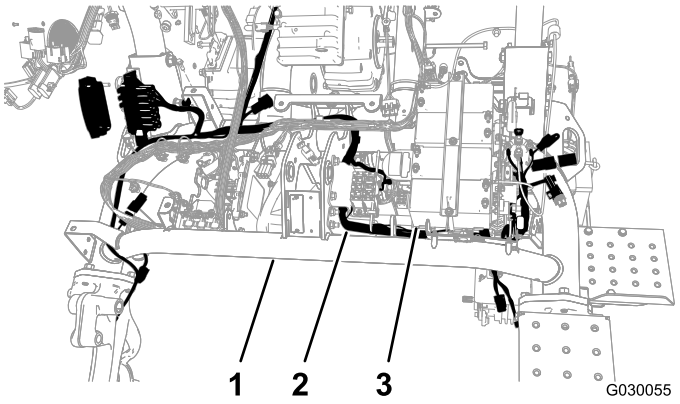

Bild 4
4. Verlegen Sie den Kabelbaum unter dem Hauptrohr des Rahmens und vor den Spindelbatterien (Bild 4).
5. Verlegen Sie den neuen Kabelbaum zurück unter dem Hauptrohr zwischen der anderen Seite der Batterieplatte und dem linken Rahmenrohr (Bild 4).